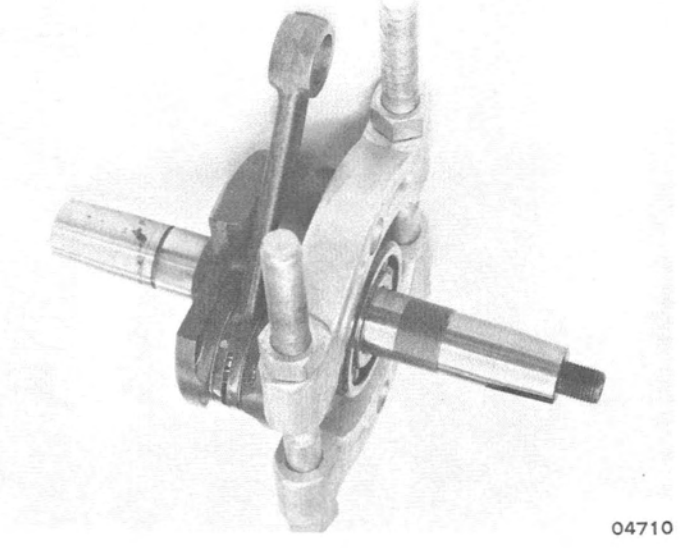

Figure 9. Fan Side Bearing Replacement
1. To remove bearing, use puller plate (such as C-91-37241 and as shown in Figure 9).